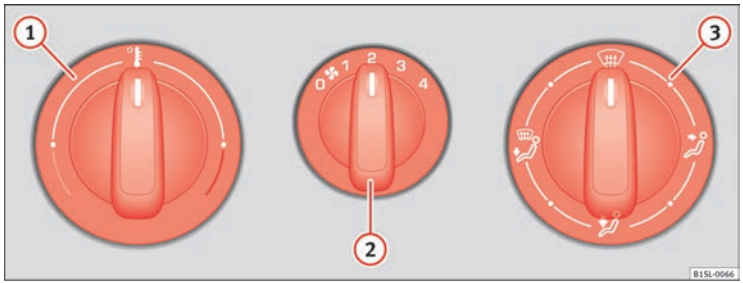
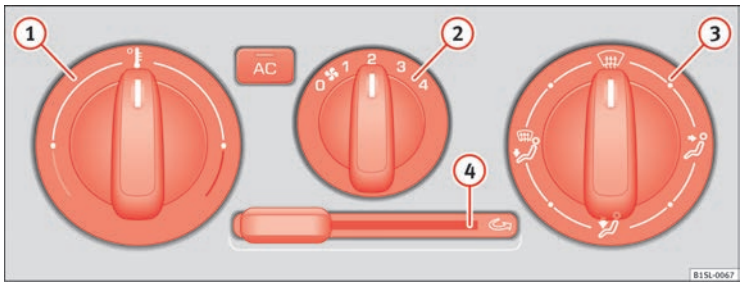

Fig. 105 Dans la console centrale : Commande rotative du système de chauffage et d'air frais.
Fig. 106 Dans la console centrale : Commandes du climatiseur.
Touche, régulateur	Informations complémentaires. Système de chauffage et de ventilation ⇒ fig. 105 et climatiseur ⇒ fig. 106.
- Réglez le ventilateur ⇒ fig. 105 ② sur le niveau 1 ou 2.
- Placez le bouton de réglage de la température ⇒ fig. 105 ① sur la position centrale.
- Tournez le régulateur de répartition d'air ⇒ fig. 105 ③ sur la position de dégivrage.
Activer : Déplacez le régulateur à coulisse ⇒fig. 106 ④ jusqu'en butée vers la droite.
Désactiver : Déplacez le régulateur à coulisse ⇒fig. 106 ④ jusqu'en butée vers la gauche. ▶